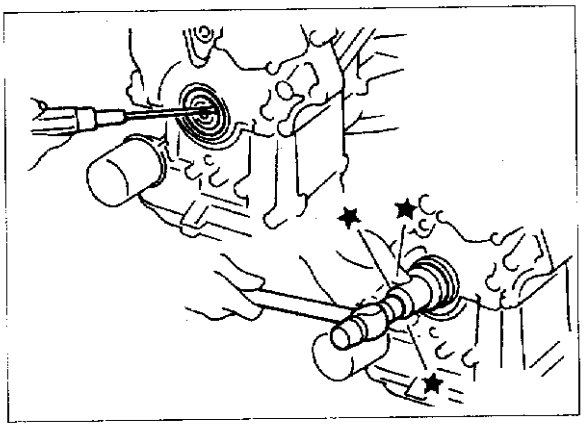

图 2-5-5
(2)用合适的工具拆卸前油封，小心不要损坏前盖，见图 2-5-5。